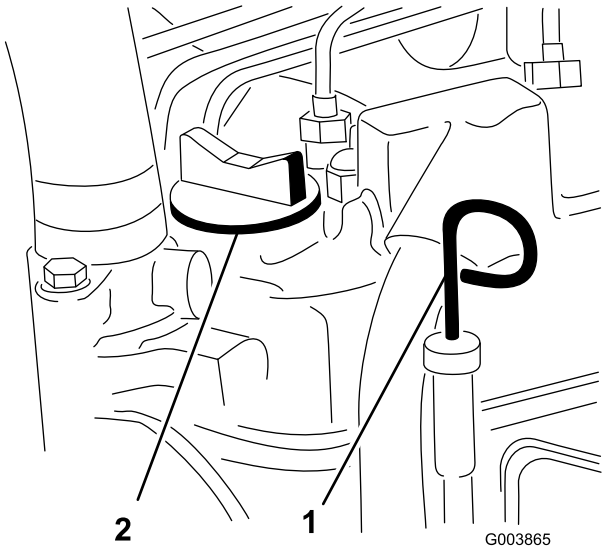
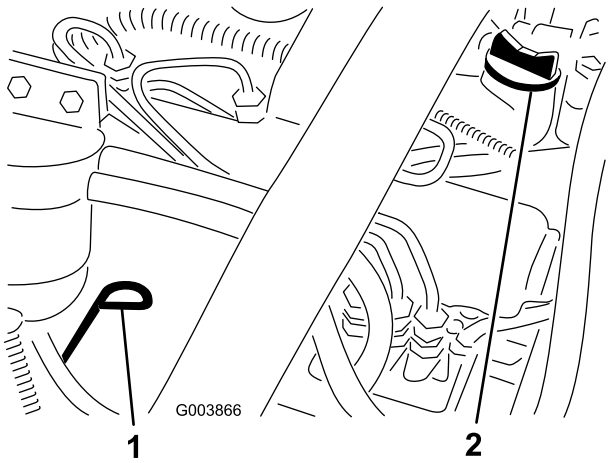

Figur 23
Figur 24
3. Ta ut peilestaven, tørk den ren og sett den tilbake på plass ((Reelmaster 5200 – Figur 23, Reelmaster 5400 – Figur 24).